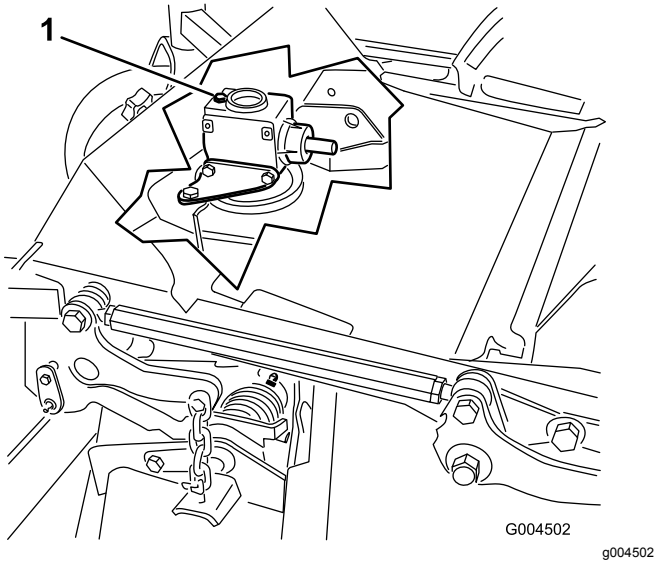

Rysunek 30
6. Odkręć wskaźnik poziomu / korek wlewu z góry skrzyni przekładniowej i upewnij się, że poziom oleju znajduje się między oznaczeniami na wskaźniku poziomu (Rysunek 30).
6. Odkręć wskaźnik poziomu / korek wlewu z górnej części skrzyni przekładniowej (Rysunek 30).